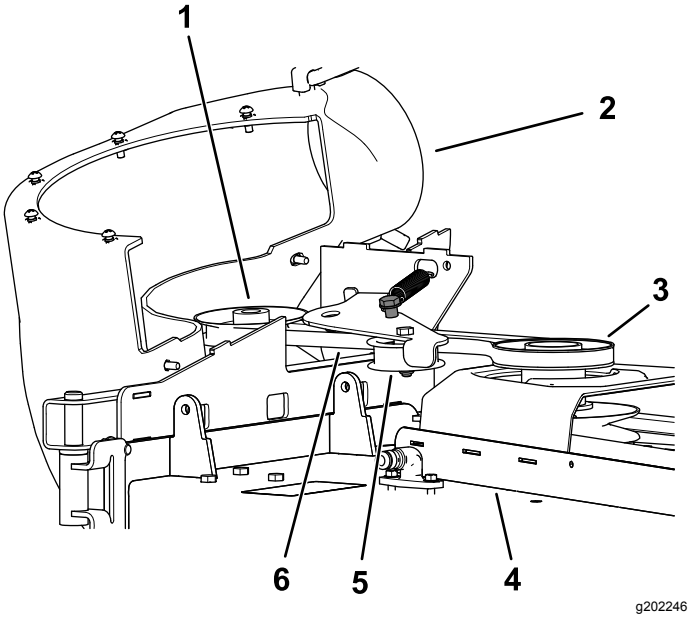

Bild 35
2. Ziehen Sie an der gefederten Spannscheibe, um die Riemenspannung zu lösen (Bild 35).
6. Legen Sie den neuen Riemen um die Riemenscheiben des Gebläses (Bild 35).
8. Legen Sie den neuen Riemen um die Mähwerkriemenscheibe (Bild 35).
9. Ziehen Sie die gefederte Spannscheibe zurück und verlegen den Riemen auf der gefederten Spannscheibe (Bild 35).